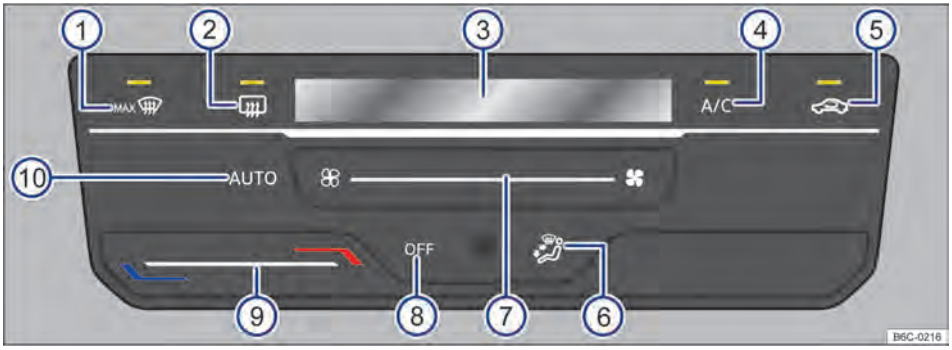

Fig. 83 Comandos do Climatronic.
– *Climatronic:* tocar na superfície de função **OFF** → Fig. 83 ⑧.
Ao tocar na superfície de função AUTO → Fig. 83 ⑩ é possível ligar o modo automático do Climatronic.
O modo automático garante temperaturas constantes no interior do veículo. A temperatura do ar, o volume de ar e a distribuição de ar são regulados automaticamente. O funcionamento automático se desliga quando a ventilação é alterada manualmente → Fig. 83 ⑦ ou com a alteração da distribuição de ar através da superfície de função → Fig. 83 ⑥.
– *Climatronic:* tocar na superfície de função A/C → Fig. 83 ④ para ligar e desligar o funcionamento da refrigeração.
– *Climatronic:* deslizar o dedo sob a superfície de função → Fig. 83 ⑨.
No display do Climatronic → Fig. 83 ③ é indicada a temperatura ajustada.
– *Climatronic:* deslizar o dedo sob a superfície de função → Fig. 83 ⑦.
– *Climatronic:* tocar na superfície de função → Fig. 83 ⑤.
– *Climatronic:* tocar na superfície de função → Fig. 83 ⑥ para posição desejada, a distribuição selecionada será indicada no display ③.
– *Climatronic:* tocar na superfície de função MAX → Fig. 83 (1).
– *Climatronic:* tocar na superfície de função → Fig. 83 (2).